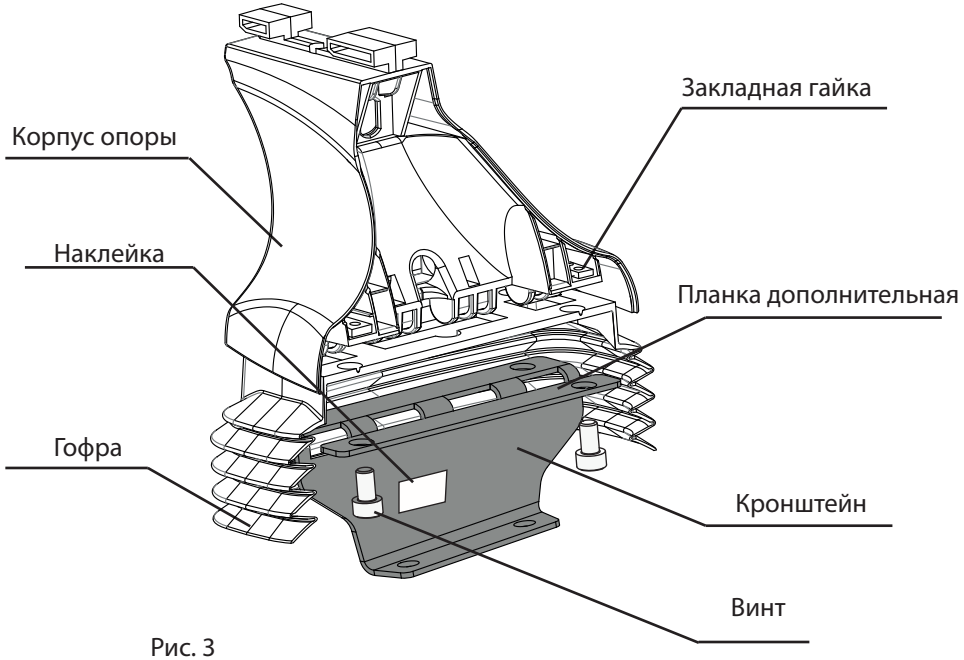
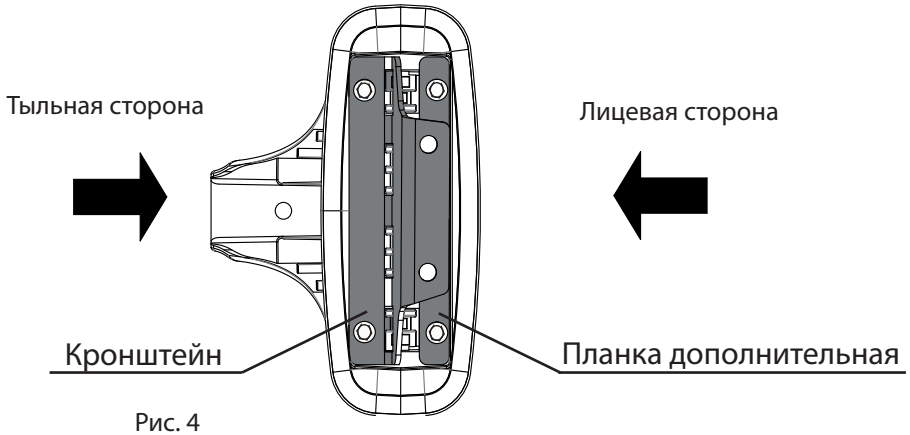

Рис. 3
Рис. 4
2.4 Вставьте в пазы опоры закладные прямоугольные гайки. С помощью винтов установите гофру, кронштейн и дополнительную планку на опоре (рис.3). Кронштейн устанавливайте в отверстия, находящиеся ближе к тыльной стороне корпуса опоры (рис.4), так чтобы наклейка на кронштейне находилась с лицевой стороны опоры. Дополнительная планка устанавливается в отверстия, находящиейся ближе к лицевой стороне корпуса опоры. Обратите внимание: на наклейке указано место установки опоры на крыше автомобиля. Гофра показана схематично.